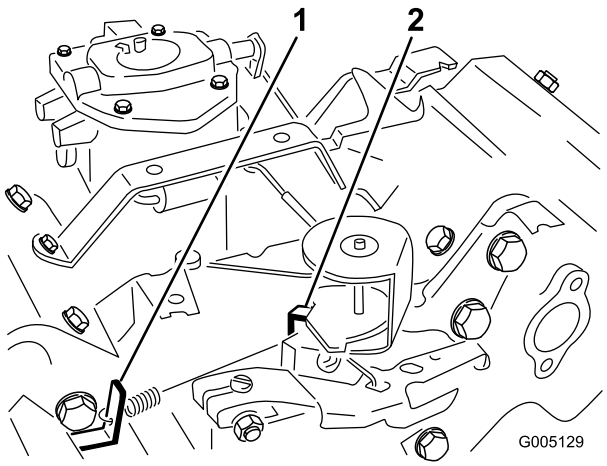

Figur 36
3. Böj förankringsbrickan till varvtalshållarfjädern (Figur 36) tills tomgångshastigheten är 1 625 ± 100 varv/minut. Kontrollera hastigheten med en varvräknare.
(Figur 36) tills en hög hastighet på 2 850 ± 50 varv/minut uppnås.